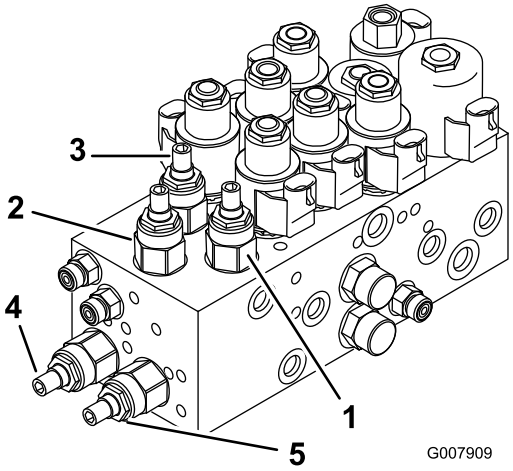
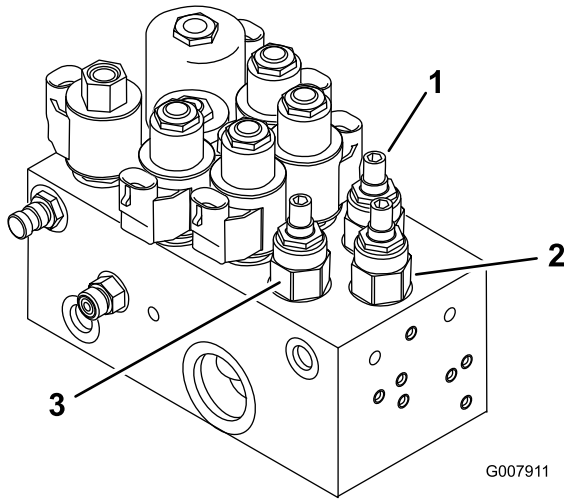

Figura 85
Figura 86
1. Localize as válvulas, no colector de elevação, para ajustar a(s) unidade(s) de corte desejada(s) (Ver tavela e Figura 85 e Figura 86).